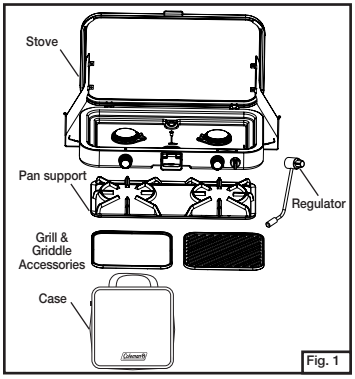

Fig. 1
■ Remove components from carton. (Fig. 1)